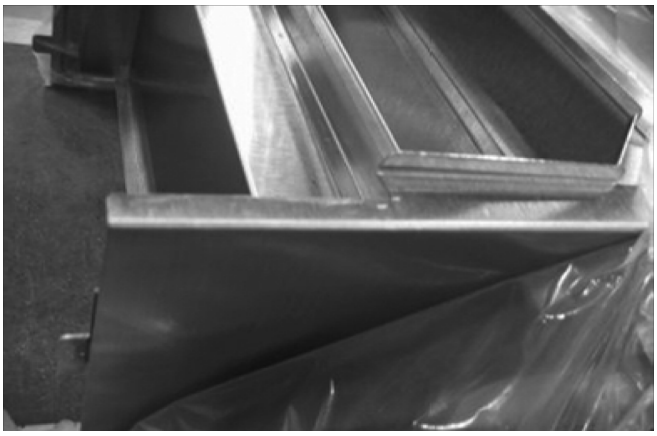

Figure 19.
21. Prior to installing the lid holder, a notch must be added to the top flange. (See Figure 19.)